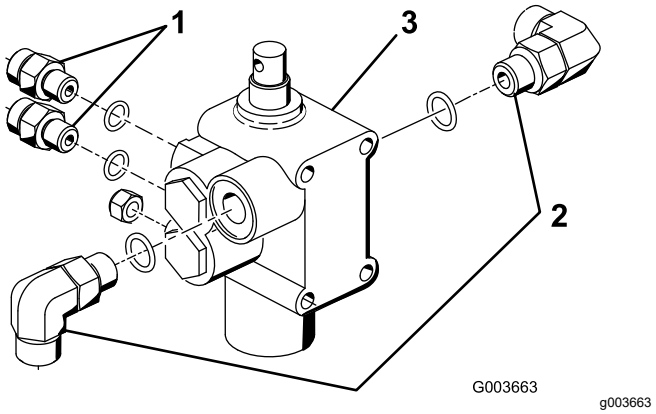

Figur 7
1. Skru både 90°-fittings og de 2 lige hydraulikfittings ind i den nye løfteventil som vist i Figur 7.